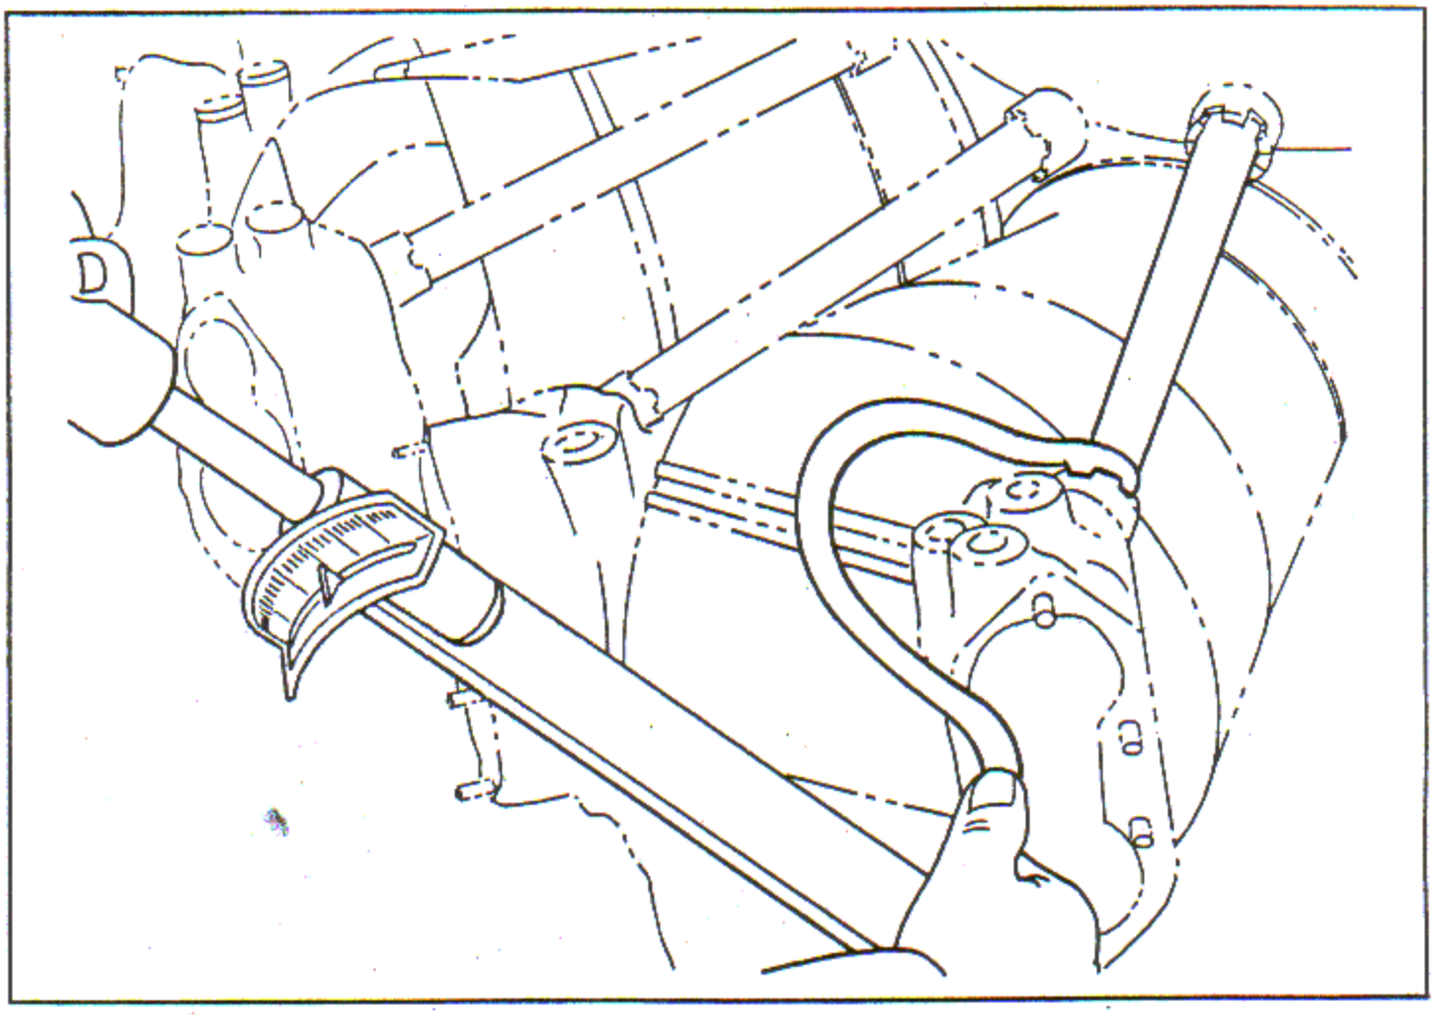

Figure 8-14. Torquing Push Rod Housing Outer Nut
e. Torque the push rod housing outer nuts with wrench and torque wrench to the value specified in reference 912, Table of Limits, Section IX. See figure 8-14.
f. Torque the push rod housing outer nuts with wrench and torque wrench to the value specified in reference 912, Table of Limits, Section IX. See figure 8-14.